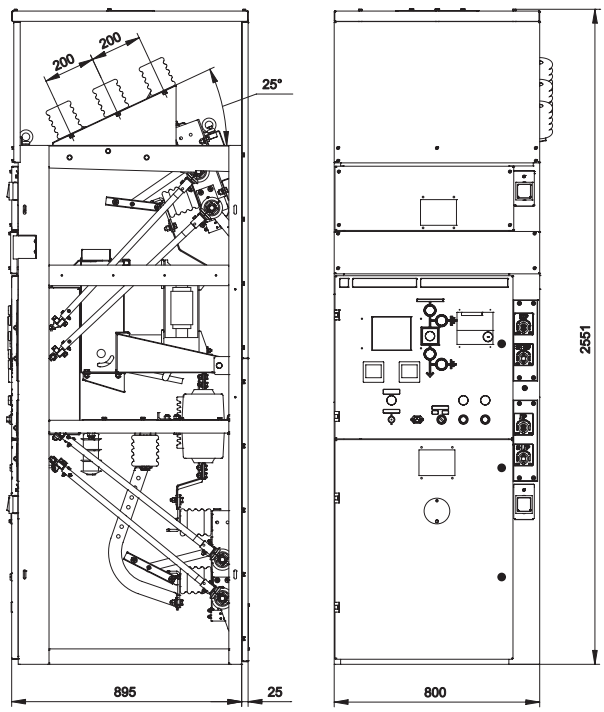

Рис. 5
- **3AH5 – Siemens (рис. 5);**